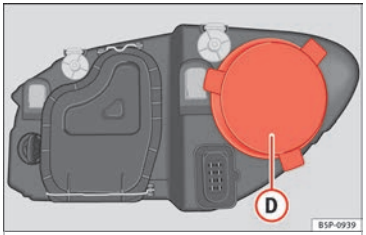

Fig. 182 Side light.
– Remove the cover ››› Fig. 182 Ⓓ by pulling on this.